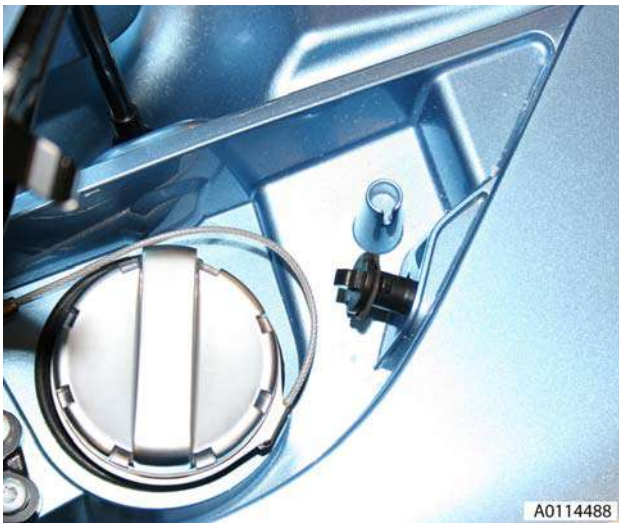

Figure 2
8. Release bayonet fitting on release catch and remove cable (see Figure 2).